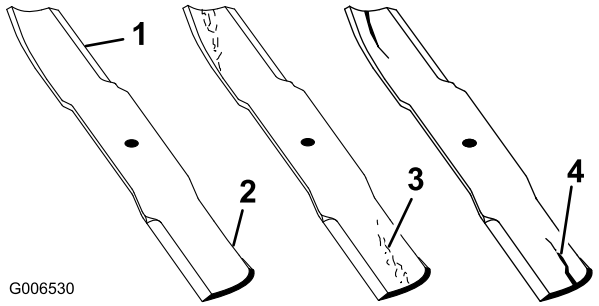

Figuur 82
1. Controleer de snijranden (Figuur 82).
2. Controleer de messen, met name het gebogen deel (Figuur 82).
Als u beschadiging, slijtage of groefvorming in dit deel constateert (Figuur 82), moet u het mes direct vervangen.